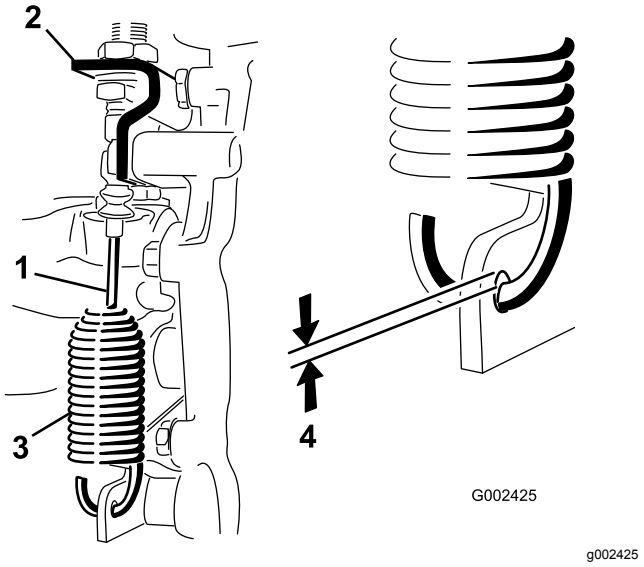

Figura 45
2. Allentate i dadi che fissano il cavo di blocco del differenziale alla staffa del transaxle (Figura 45).